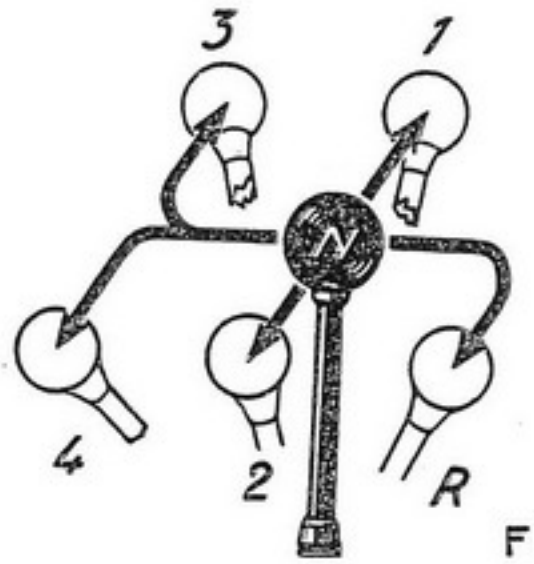

FIGURE 10A - Positions du levier des vitesses.
Ce levier sert à sélectionner le rapport désiré de démultiplication de la transmission. Il y a quatre vitesses avant, et une marche arrière (voyez figure 10A).
3. Maintenez la pédale appuyée et placez le levier des vitesses dans la position correspondant à la vitesse désirée, figure 10a; avancez la manette de contrôle du régulateur à une position où le moteur fonctionne au mieux avec la charge qui lui est imposée.